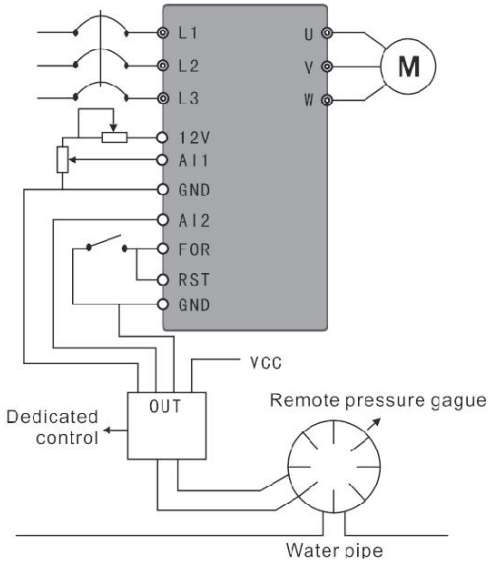

Figura F-6 Suministro de agua a presión constante – Manómetro remoto
(2) Utilice un manómetro remoto de 0-10 kg; según sea necesario, utilice un terminal externo para controlar el funcionamiento y detenerlo, y ajuste el valor objetivo mediante un potenciómetro. Como se muestra en la Figura F-6.